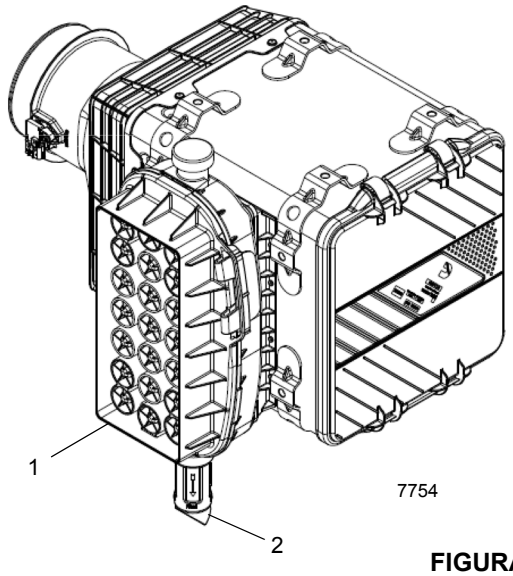
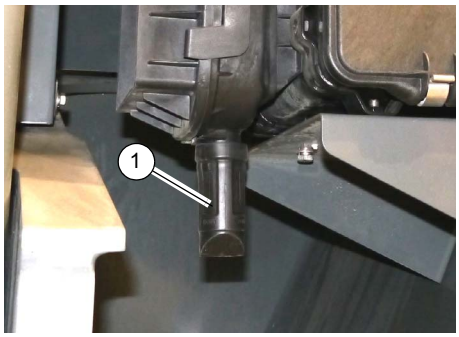

FIGURA 7-6
FIGURA 7-7
El prefiltro (1) (Figura 7-6) impide que los desechos grandes entren en el filtro de aire y debe limpiarse periódicamente, en especial si se trabaja en condiciones de mucho polvo. Quite la mitad superior del prefiltro soltando los dos pestillos que están a los lados del prefiltro. Retire todos los desechos del interior del prefiltro y vuelva a armarlo.
Las válvulas de descarga (2, Figura 7-6) (Figura 7-7) están diseñadas para expulsar automáticamente el polvo suelto y la suciedad del cuerpo del filtro de aire, de esta manera alargando la vida útil del elemento. Los rebordes de la válvula deben apuntar directamente hacia abajo y se deben mantener libres de desechos para que funcionen de manera efectiva. El lodo y la suciedad se pueden acumular en estos rebordes periódicamente y mantenerlos abiertos durante el funcionamiento del motor.